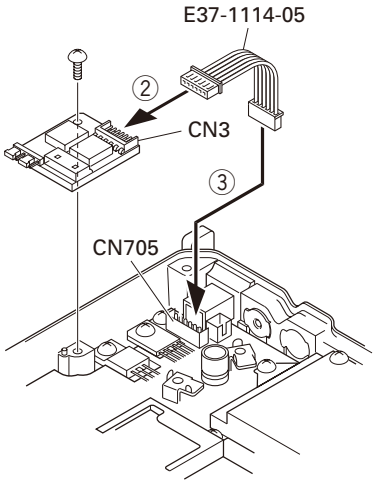

Fig. 2-2
3. Remove the 6-pin jumper connector inserted in the TX-RX unit (A/2) connector (CN705). (①)
4. Insert one side of the lead wire with connector (E37-1114-05) into the relay unit connector (CN3) (②) and the other side into the TX-RX unit (A/2) connector (CN705) (③).
5. Place the relay unit at the position shown in Figure 2-2 and secure it to the chassis with a screw.
6. Remove the cap on the rear of the chassis by pushing it from the inside with your finger. (④)
7. Pass the 6-pin connector of the cable (E37-1113-15) through the chassis hole (⑤) and insert the bush into the chassis hole.
8. Rotate the bush of the cable 90 degrees counterclockwise as viewed from the rear of the chassis. (⑥)
9. Insert the 6-pin connector of the cable into the connector (CN2) of the KAP-2 relay unit. (⑦)